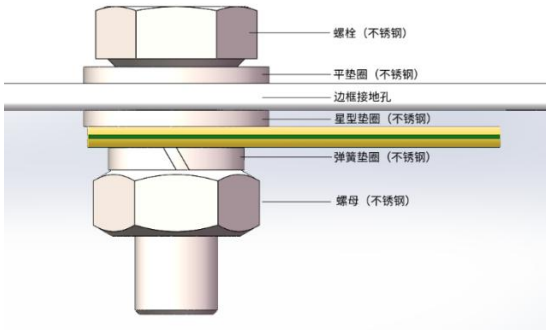

图20 接地线配合螺栓安装示意图
- 使用接地线配合螺栓安装：接地螺栓建议使用不锈钢材质，用在指定的接地孔上。首先插入不锈钢螺栓穿过平垫圈， 然后通过边框的接地孔、平垫圈、星形垫圈，最后使用螺母拧紧，安装示意见图 20。